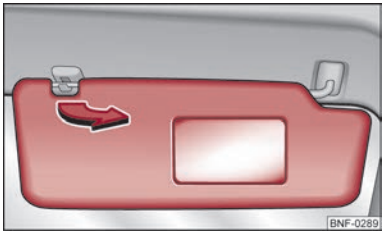

Fig. 28 Sun visor
– Pull the sun visor from the holder and swing it towards the door in the direction of the arrow ⇒ Fig. 28.